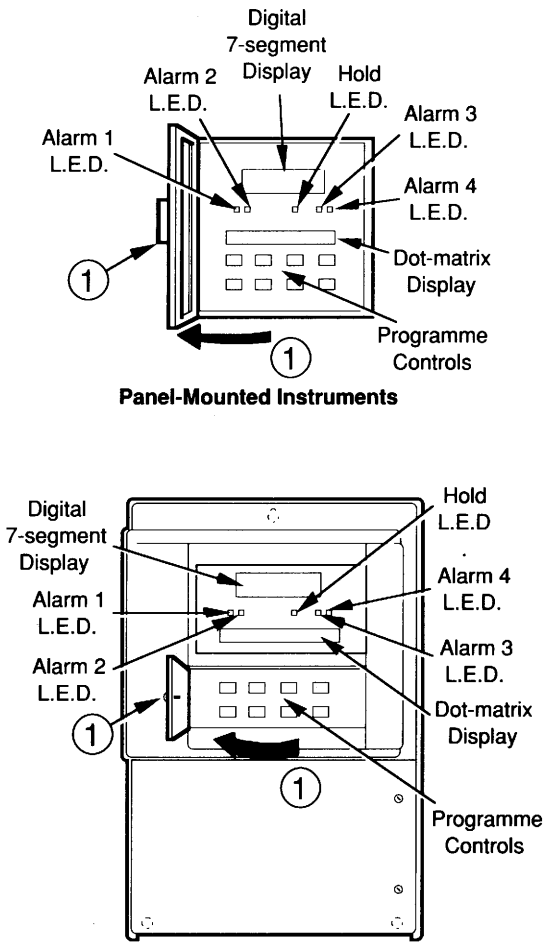

Fig 7.1 Familiarisation With Controls, Displays and L.E.D. Indication
7.1 Programme Controls – Fig. 7.1
Referring to Fig. 7.1:
7.2 Displays – Fig. 7.1, previous page